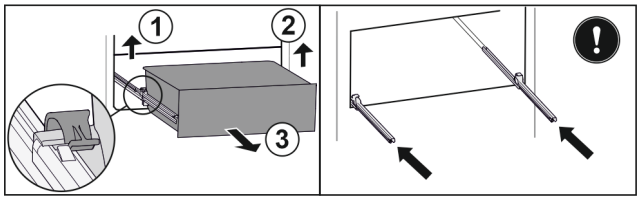

Fig. 183
▶ Soulever la bride gauche et tirer dans le même temps la partie gauche du tiroir vers l'avant. *Fig. 183 (1)*
▶ Soulever la bride droite et tirer dans le même temps la partie droite du tiroir vers l'avant. *Fig. 183 (2)*
▶ Retirer le tiroir par l'avant. *Fig. 183 (3)*